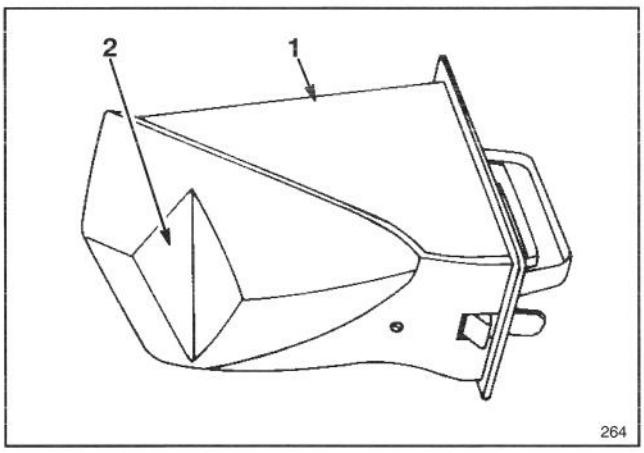

Figure 9
C. A plug which locks into the mower's discharge tunnel (a fourth kicker is on the plug) (Fig. 9)
It is possible to mow without using the plug by closing the discharge tunnel door. However, your lawn appearance will be much more satisfactory if you use the plug as it has an additional kicker (Fig. 9) that helps drive the clippings down into the grass.